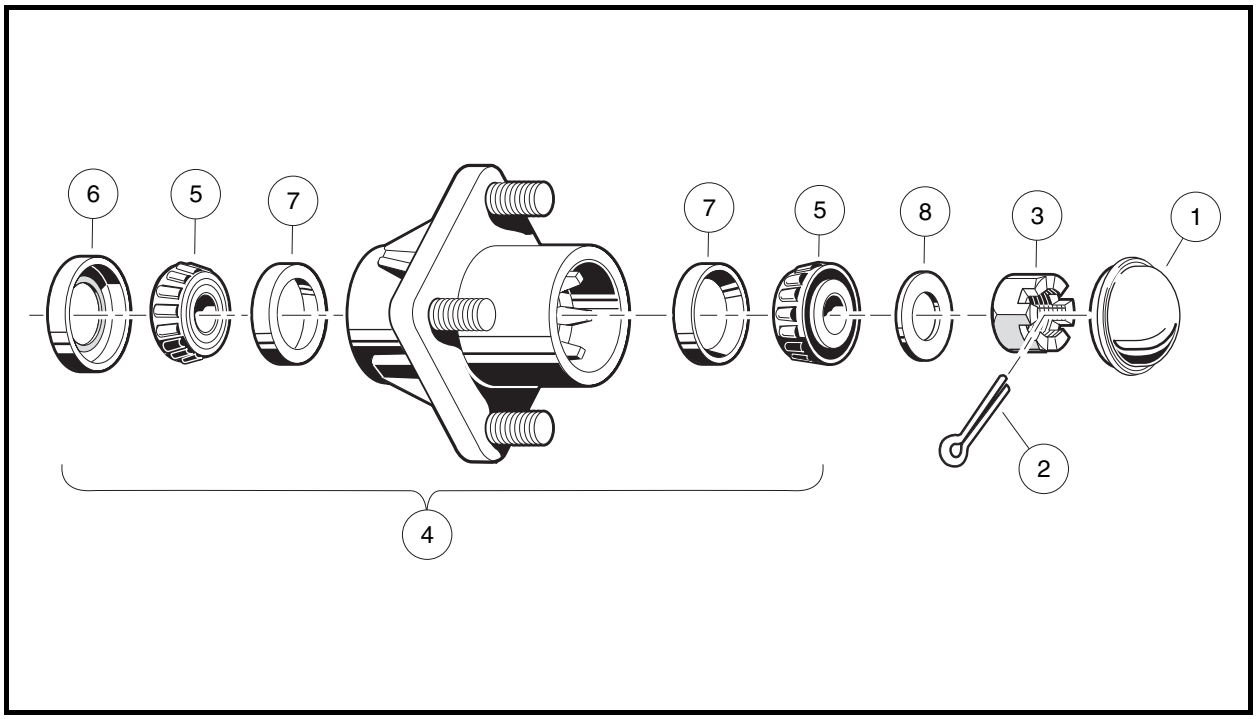

Figure 9-25 Front Wheel Bearings and Hub - Four-Wheel Brake Vehicles
2. Using your hands, attempt to rock the wheel and hub assembly back and forth on the spindle. If there is any observable movement of the wheel and hub on the spindle, remove dust cap (1) and cotter pin (2), and then tighten the spindle nut (3) until the bearing (5) fully seats in the bearing race (7).
4. Install a new cotter pin (2). If movement continues, replace the wheel bearings (5) as required **(Figure 9-25, Page 9-23)**.
2.1. Remove dust cover (1), cotter pin (2), spindle nut (3), and flat washer (8) **(Figure 9-25, Page 9-23)**.
1. Pack the wheel bearings (5) and hub cavities, and lubricate cups (7) with wheel bearing grease or chassis lube. Make sure the grease is forced between the rollers **(Figure 9-25, Page 9-23)**.
2. If bearing cups (7) were removed, press new ones in squarely against stops in the hub. **See following NOTE.**